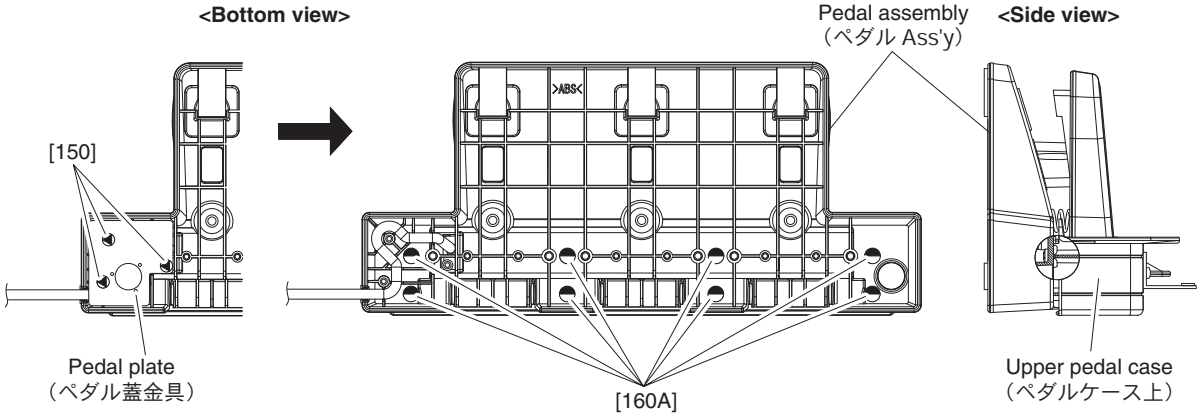

Fig. A-10（図 A-10）
A-11-4 Place the pedal assembly upside down, remove the three (3) screws marked [150] to remove the pedal plate. (Fig. A-10)
A-11-5 Remove the eight (8) screws marked [160A]. The upper pedal case can then be removed. (Fig. A-10)
A-11-4 ペダル Ass'y を逆さまにし、［150］のネジ 3 本を外して、ペダル蓋金具を外します。（図 A-10）
A-11-5［160A］のネジ 8 本を外して、ペダルケース上を外します。（図 A-10）